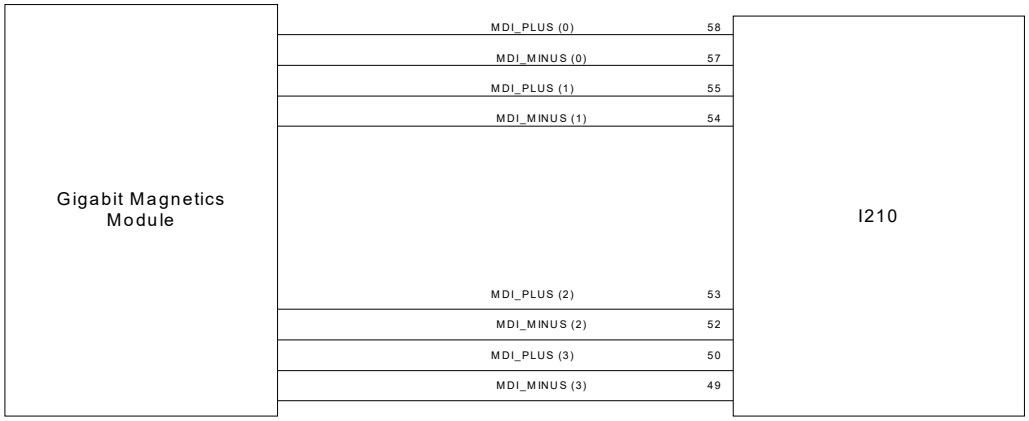
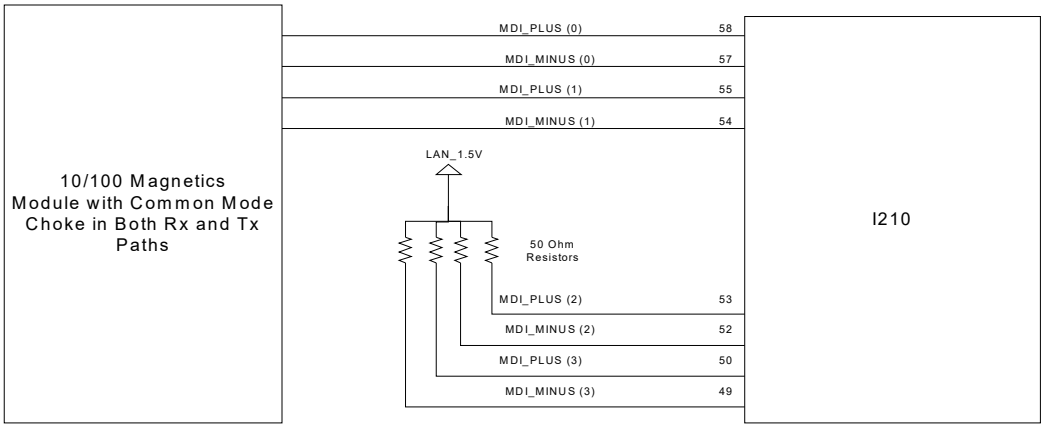

Figure 12-11.I210 Gigabit Magnetics Module Connections
Figure 12-12.I210 10/100 Mb/s Magnetics Module Connections (With CMC)
2. Connect MDI pair 0 (pins 57 and 58) and MDI pair 1 (pins 54 and 55) to your magnetics. MDI pair 2 (pins 52 and 53) and MDI pair 3 (pins 49 and 50) can each be pulled up to 1.9 V dc through a 50 Ω resistor or connected to the magnetics as a GbE device if it is desired at a later time to enable GbE by altering bit 4 of the Software Defined Pins Control (LAN Base Address + Word 0x20; Giga Disable). See Figure 12-11 and Figure 12-12 for details.